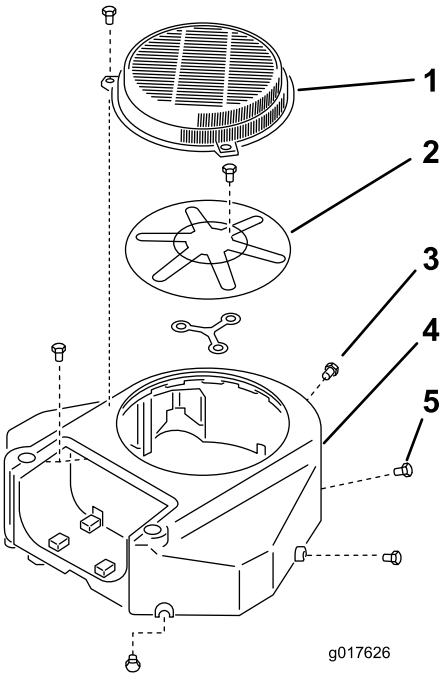

Figur 62
3. Ta bort luftintagsgallret och fläkthuset (Figur 62).
5. Montera luftintagsgallret och fläkthuset (Figur 62).